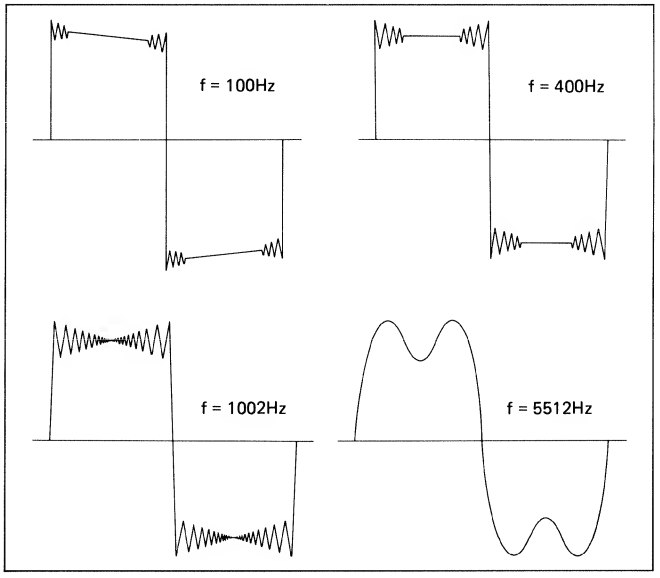

Fig. 4.14
-> fig. 4.14
- Raccorder l'oscilloscope à une sortie et évaluer optiquement les signaux rectangulaires à 100 Hz, 400 Hz, 1002 Hz et 5512 Hz. L'allure de courbe doit être symétrique. (Fig. 4.14)